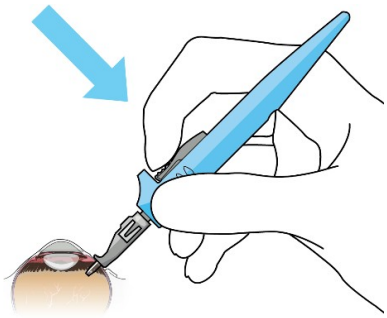
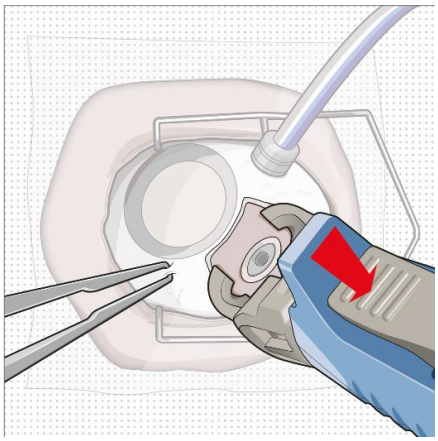

Figure 40
Figure 41
- Release the implant by depressing the release button completely (Figure 40 and Figure 41).